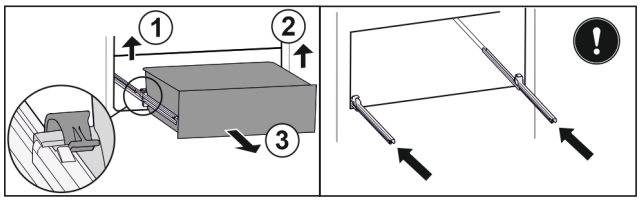

Fig. 143
- ▶ Ridicați clema din stânga și trageți concomitent sertarul din stânga spre înainte. *Fig. 143 (1)*
- ▶ Ridicați clema din dreapta și trageți concomitent sertarul din dreapta spre înainte. *Fig. 143 (2)*
- ▶ Extrageți sertarul spre înainte. *Fig. 143 (3)*